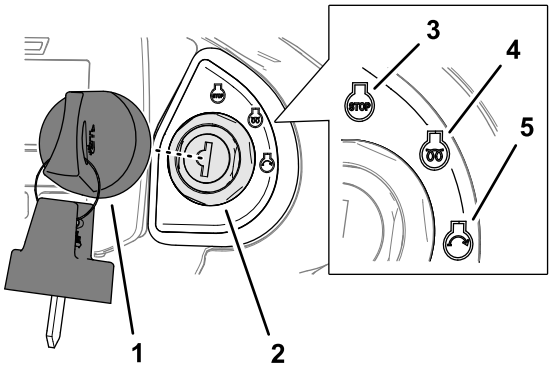

Figur 25
4. Drej nøglen til slukningspositionen (stoppositionen) (Figur 25).